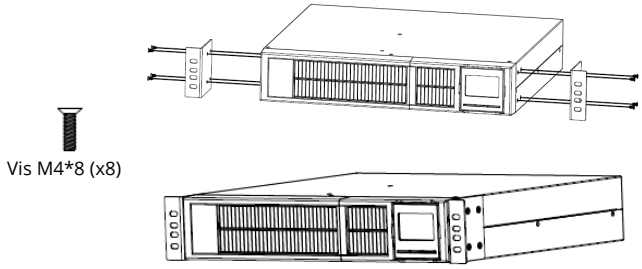

Figure 2
4. Utilisez les (8) vis à tête plate M4*8 pour fixer les pattes de montage universelles au système UPS et/ou à la batterie. (Fig. 2)